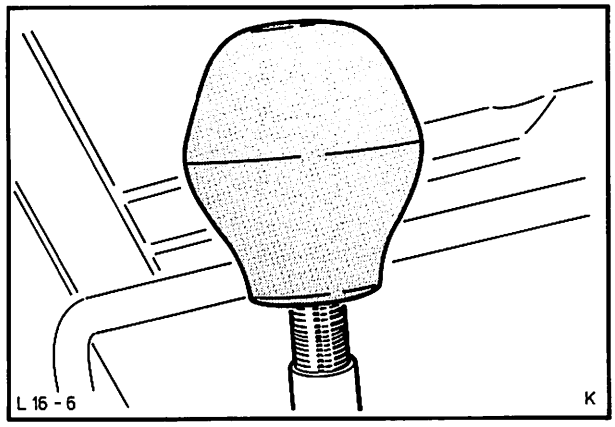

Abb. 16 Schaltknopf entfernen
10. Schaltknopf abdrehen, Abb. 16, und Mittelkonsole vom Tunnel abbauen. Wenn vorhanden, Kabel von Zeituhr und Zigarrenanzünder abklemmen.